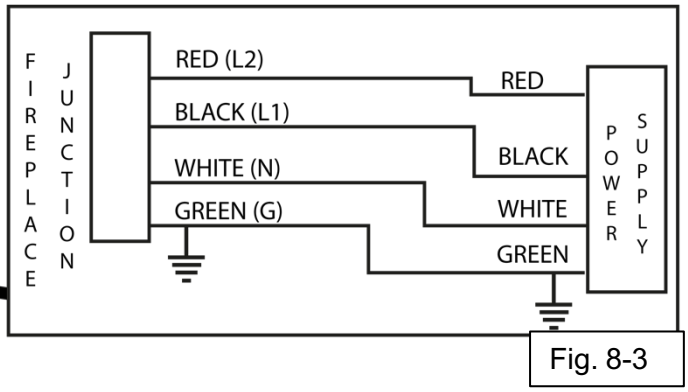

Fig. 8-3
- From the 4-wire, 240 volt power supply wire, connect the green/bare copper wire to ground (**G**), the white wire to neutral (**N**), the black wire to Line1 (**L1**), and the red wire to Line2 (**L2**) (Fig. 8-3).